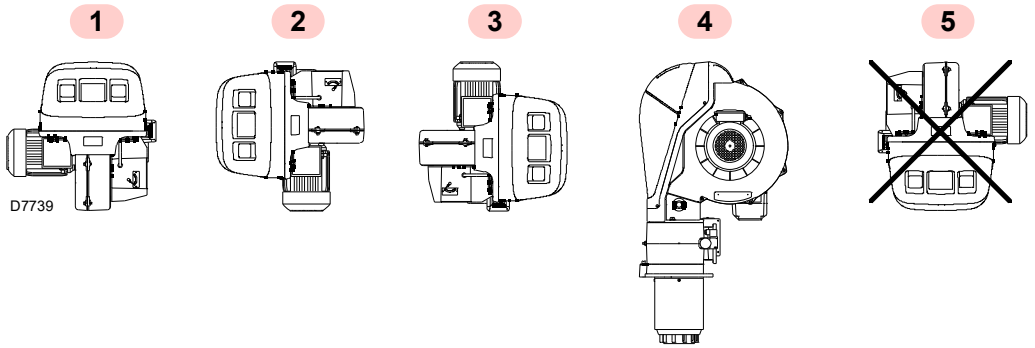

Fig. 15
- Il bruciatore è predisposto esclusivamente per il funzionamento nelle posizioni **1**, **2**, **3** e **4** (Fig. 15).